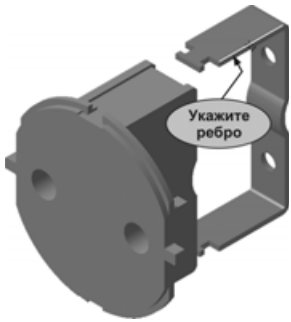

Рис. 7.112
- Включите кнопку **Объект**. В окне модели укажите ребро детали **Контакт заземляющий** (рис. 7.112).